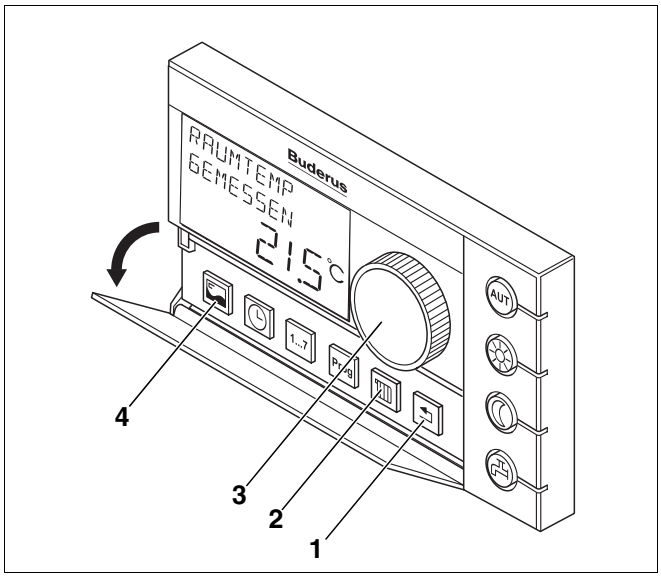

Abb. 48 Bedieneinheit RC30
- Serviceebene der Bedieneinheit RC30 aufrufen, hierzu die Tasten „Anzeige“, „Heizkreis“ und „Zurück“ (Abb. 48, **Pos. 4**, **2**, **1**) gleichzeitig drücken. Im Display erscheint „SERVICEMENÜ SPRACHE“.
- Mit dem Drehknopf (Abb. 48, **Pos. 3**) „SERVICEMENÜ MONITORDATEN“ auswählen.